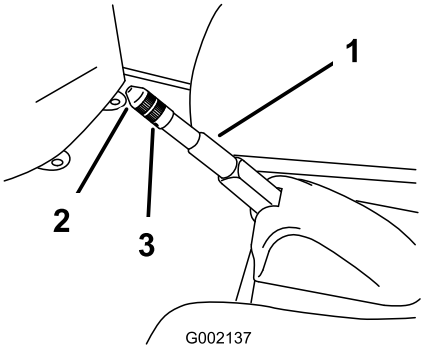

Figuur 51
2. Draai de stelschroef los waarmee de knop is bevestigd aan de parkeerremhendel (Figuur 51).